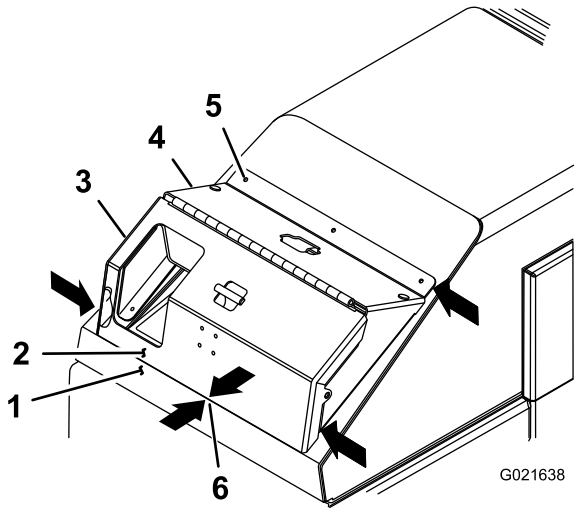

Figure 1
2. Alignez le couvercle de gauche à droite sur le panneau de commande (Figure 1).
3. Gardez le capot centré et alignez le bord inférieur du couvercle sur le bord arrière du capot (Figure 1).